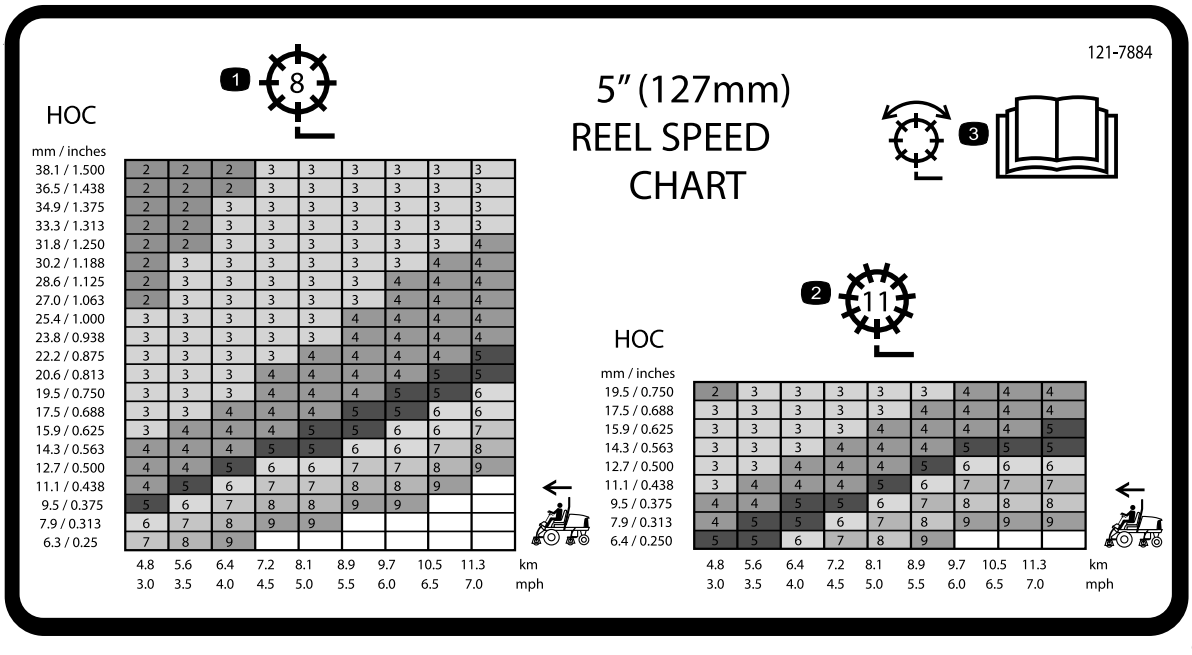

**Figuur 35**
3. Raadpleeg de tabel op de stickers met messenkooitoerentallen (Figuur 35 en Figuur 36) om het juiste messenkooitoerental te bepalen.